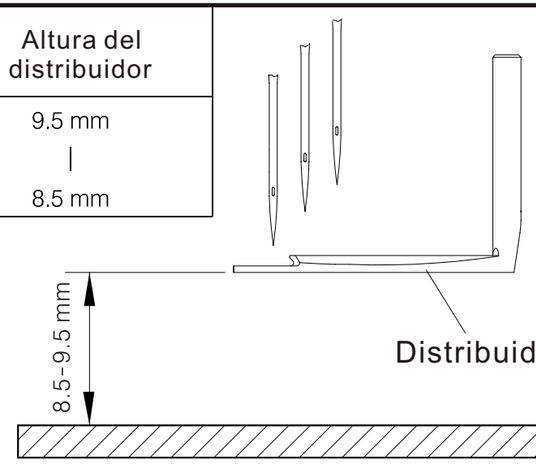
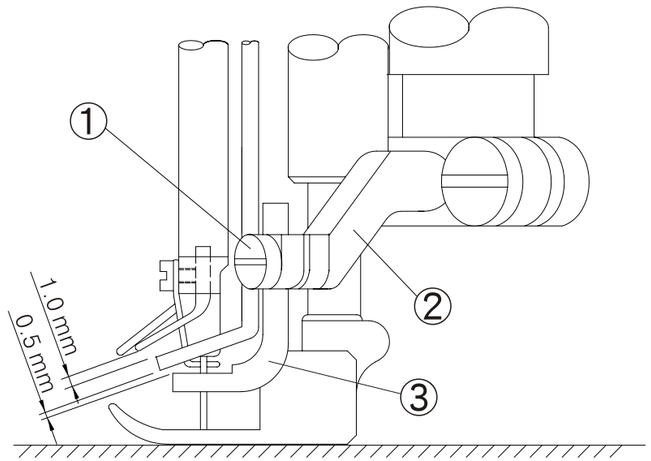

Fig. 19
Fig. 21
1. La altura del distribuidor es como se muestra en la Fig.19.
(1) Afloje el tornillo 1, gire la barra del bucleador 2, y mueva el distribuidor 3 atrás y adelante. Fije el tornillo 1, después de todos los ajustes. (Fig.21)
(2) Afloje el tornillo 1, y mueva el distribuidor 2 arriba y abajo, para ajustar el espacio a la superficie de la placa aguja, para conseguir que se como se muestra en la tabla en la Fig. 19. Después fije tornillo 1. (Fig.21)